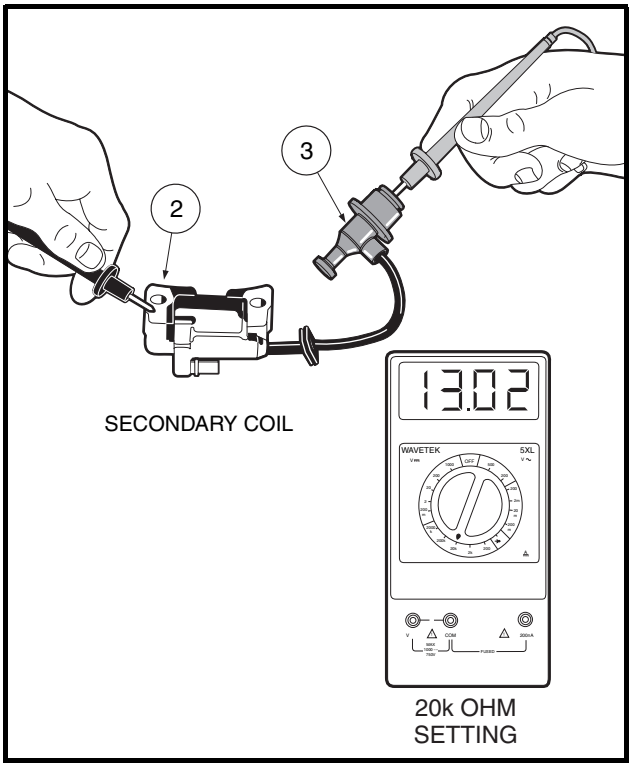

Figure 11-33 Secondary Coil and Cap Resistance – Bench Test
3.1. Place the red (+) probe of the meter into the end of the spark plug cap that normally connects to the spark plug (3) and place the black (–) probe on the core (2) **(Figure 11-33, Page 11-32)**.